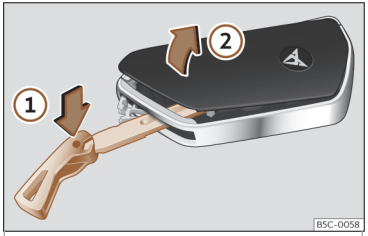

Fig. 73 Llave del vehículo: abrir la tapa del compartimento de la pila.
- Introduzca el espadín en la ranura ››› **fig. 73**, presiónelo en el sentido de la flecha ① y desprenda la tapa haciendo palanca ②.